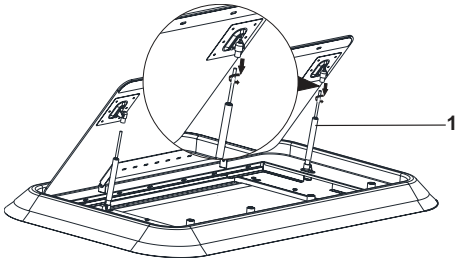

Abb. 12
2. Die Gasdruckdämpfer in Pfeilrichtung drehen und öffnen (Abb. 12).